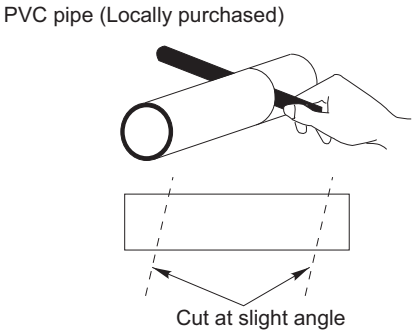

Fig. 2-204
(5) Measure the thickness of the wall from the inside edge to the outside edge and cut PVC pipe at a slight angle 6 mm shorter than the thickness of the wall. (Fig. 2-204)